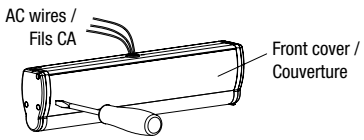

Fig. 9
1. Use a screw driver open the front cover, route the AC wires out of the housing (see Fig.9).
1. À l'aide d'un tournevis, ouvrez le couvercle avant, puis faites passer les fils CA à l'extérieur du boîtier (voir fig. 9).